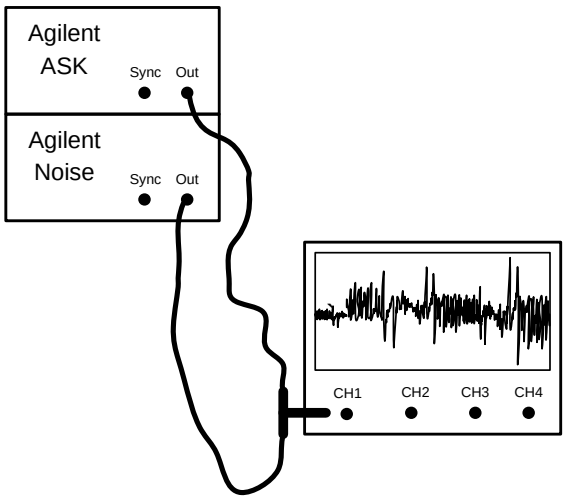
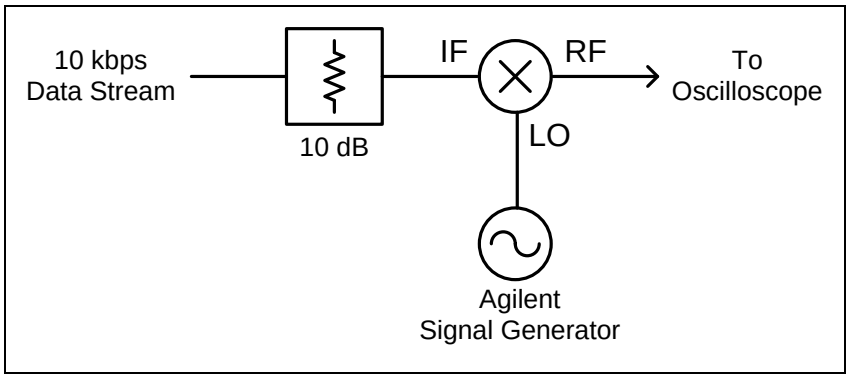

Figure 1: Measurement Setup Connections
Figure 4: BPSK Measurement Setup Connections
*** For this part of the Lab, we will reconfigure the "ASK" generator to be an "FSK" generator. All other connections shown in Figure 1 are the same. **IMPORTANT:** For the first few steps, we will decrease the s_1 frequency to 50 kHz to make it easier to visually identify on the oscilloscope.
2. Connect the baseband data to the 10 dB attenuator and then to the "IF" Input on the Mini-Circuits SFM-1 Mixe as shown in Figure 1. Connect the output of the generator to the "LO" Input of the mixer. Finally, connect the "RF" output of the mixer **directly to channel 1 of the oscilloscope** (i.e, bypass the noise generator). See Figure 4 below for connection details.